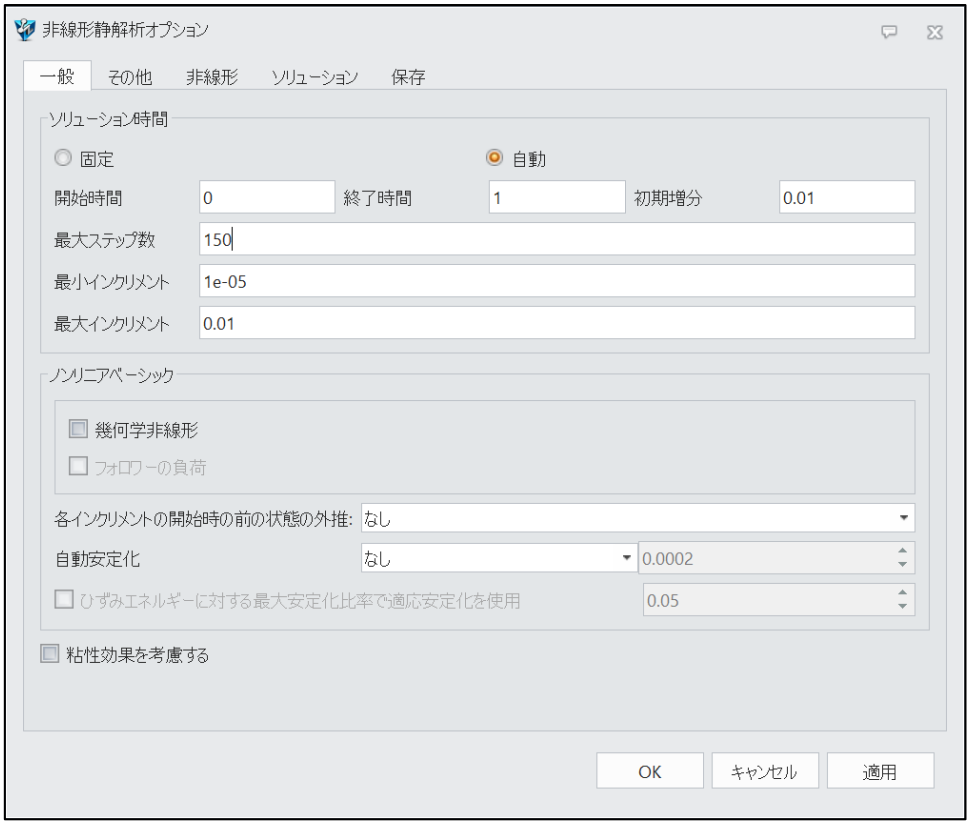

図 15　一般タブ
STEP 02 [一般] タブで [自動] を選択し、パラメータを図 15 のように設定します。